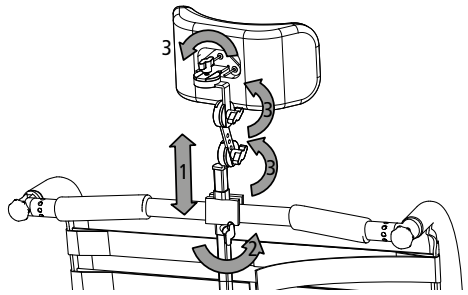

afb. 48
1. Schuif de kopsteun in de gewenste positie (1, afb. 48).
2. Draai de vleugelbout vast (2, afb. 48) om de hoofdsteun te vergrendelen.
1. Draai de vier vleugelbouten los. (2+3, afb. 48).
3. Draai de vleugelbouten vast (2+3, afb. 48).